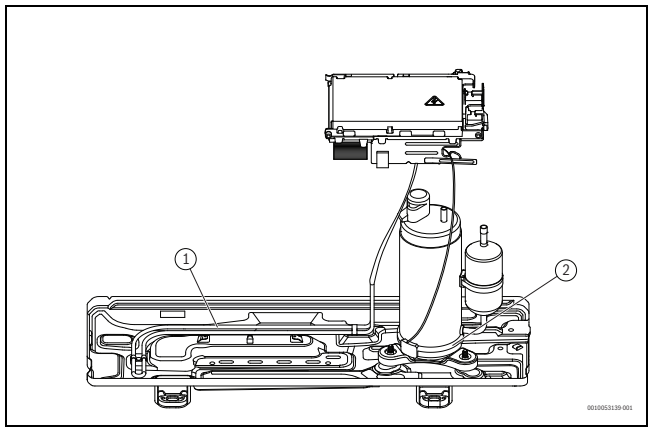

Fig. 8
- Utilizzando il foro superiore centrale, fissare la piastra di montaggio alla parete con una vite e un tassello e metterla in piano in senso orizzontale (→ fig. 8).